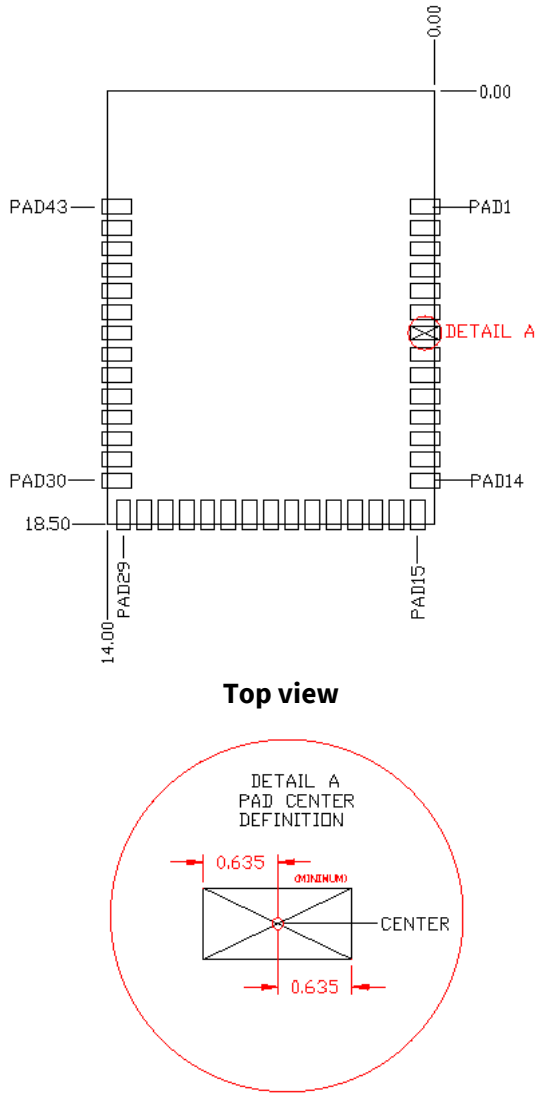

Figure 17 Solder pad reference location
2. No metal should be located beneath or above the antenna area. Only bare PCB material should be located beneath the antenna area. For more information on recommended host PCB layout, see **Figure 14**, **Figure 15** and **Figure 16**, and **Figure 17** and **Table 9**.
Figure 15 through **Figure 17** and **Table 9** provide details that can be used for the recommended host PCB layout pattern for the CYBLE-416070-02. Dimensions are in millimeters unless otherwise noted. Pad length of 0.99 mm (0.494 mm from center of the pad on either side) shown in **Figure 17** is the minimum recommended host pad length. The host PCB layout pattern can be completed using either **Figure 15**, **Figure 16**, or **Figure 17**. It is not necessary to use all figures to complete the host PCB layout pattern.
Table 9 provides the center location for each solder pad on the CYBLE-416070-02. All dimensions reference the to the center of the solder pad. Refer to **Figure 17** for the location of each module solder pad.